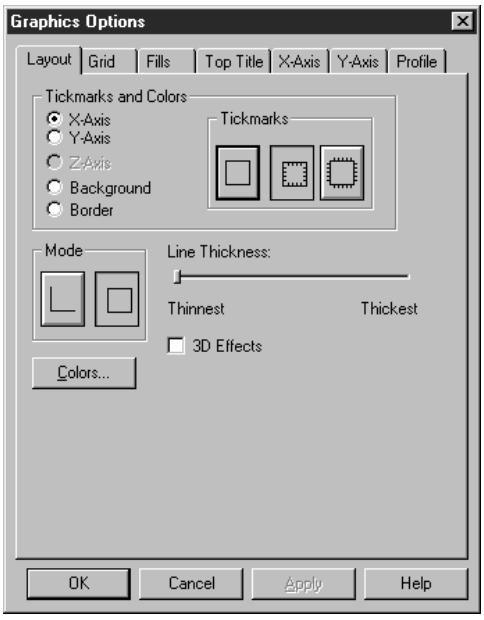

Figure 5-6. Layout Tab Page
3. Click the left mouse button, then the right on Graphics Options on the pop-up menu to display the Graphics Options dialog box opened to the Layout page (see Figure 5-6).